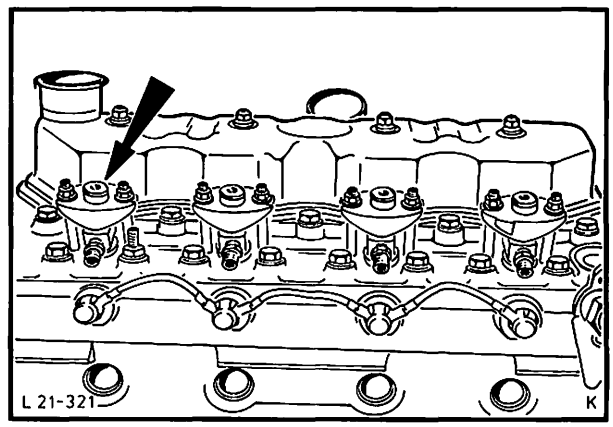

Abb. 40 Einspritzdüsen ausbauen
7. Einspritzdüsen ausbauen (je 2 Muttern), Abb. 40, anschließend Dichtringe – Düsenhalter und Wärmeausgleichringe herausnehmen.